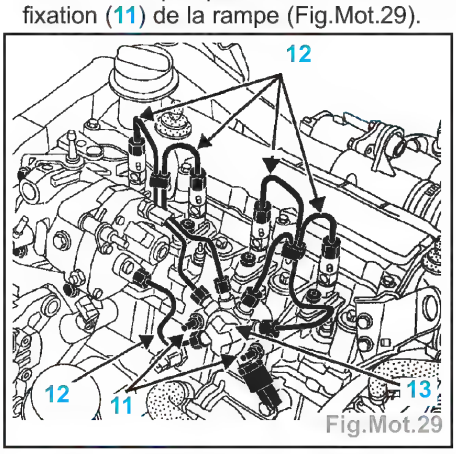

Fig.Mot.29
- Dévisser de quelques filets les écrous de fixation (11) de la rampe (Fig.Mot.29).